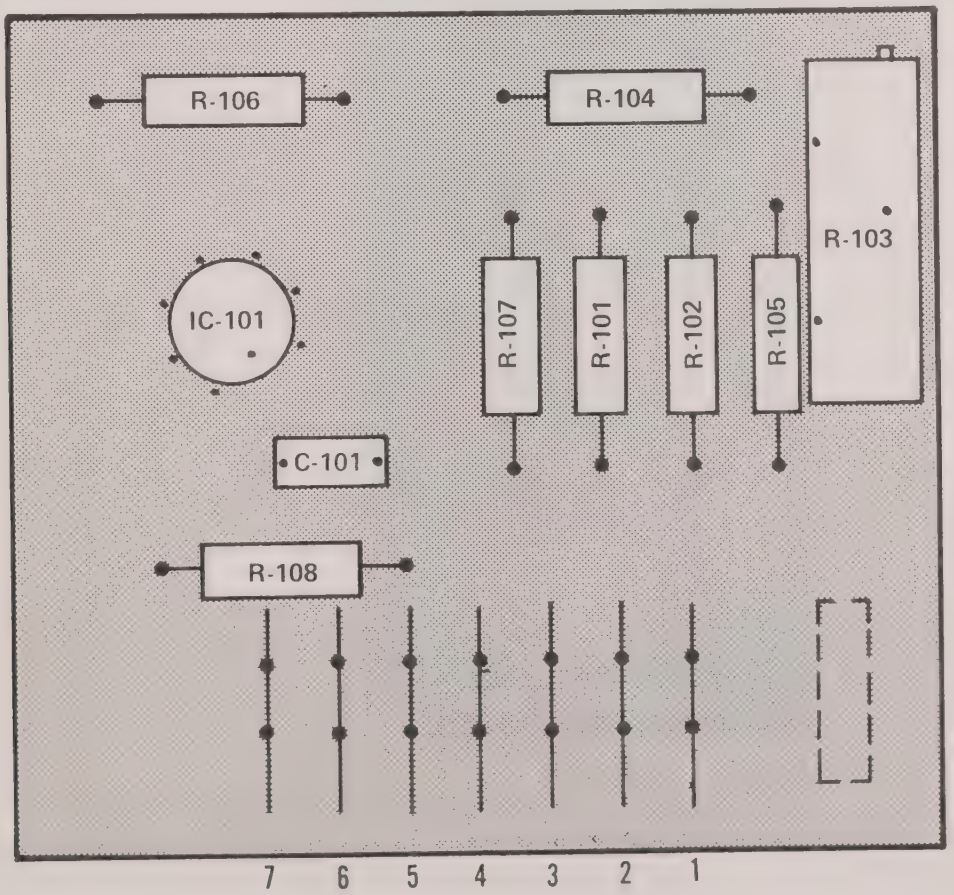

FIGURE 6-1 AMPLIFIER BOARD - PLAN VIEW
11. Adjust resistor R-103 on amplifier board (Fig. 6-1) until ac signal displayed on chart is the same amplitude when the polarity switch is changed from normal (N) to reverse (R) position.
1. Connect a differential voltmeter across contacts 1 and 2 of amplifier board (Fig. 6-1).